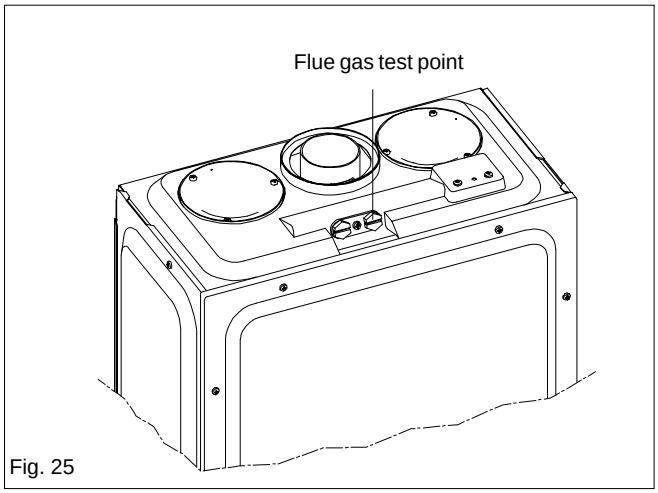

Fig. 25
- Insert the flue gas analyser probe into the right hand test point (see fig. 25).